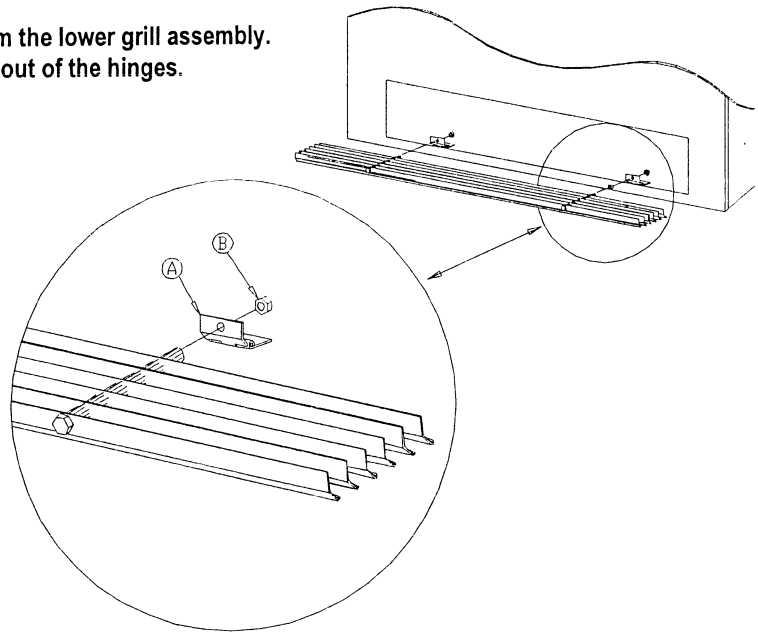

Figure 14
6. *Lower grill - See Figure 14*